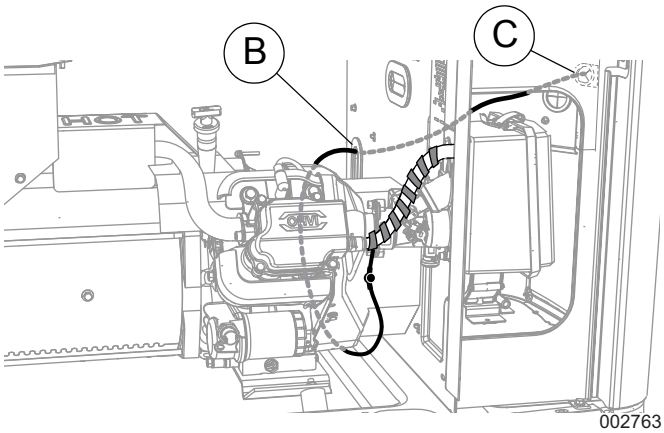

Figura 5. Cables conductores a la conexión del cliente (9 kW)
3. Vea la *Figura 5*. Pase los cables conductores a través del ojal protector del arnés (B) en el panel divisor del motor y después a través del ojal protector del tablero de conexiones del cliente (C). Fije todos los cables con amarres de cables de plástico separados 0,5 pulg. (1 cm) como mínimo de las mangueras de combustible.